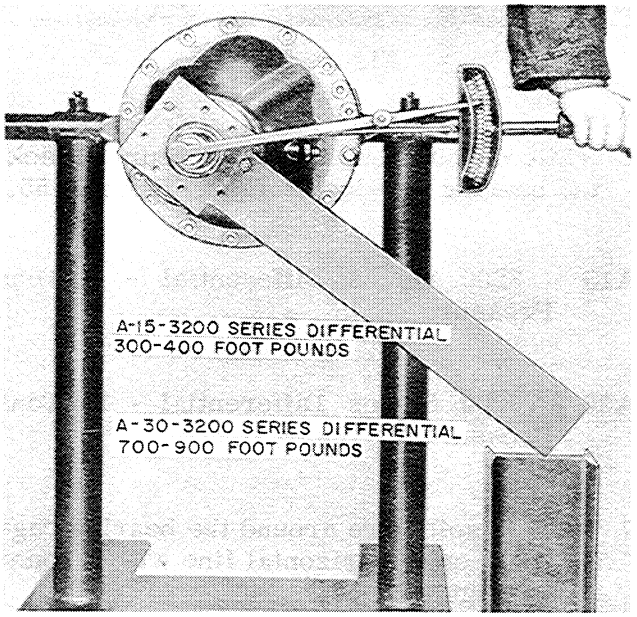

Figure T-59
12. After the pinion shaft assembly has been installed, torque the pinion shaft nut to the correct torque, Figure T-59.